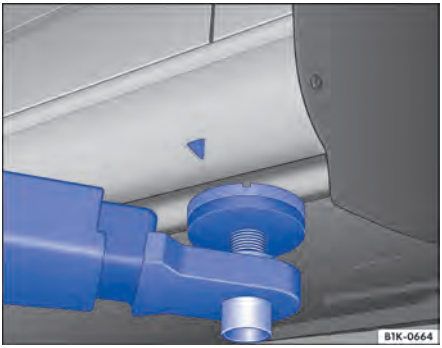
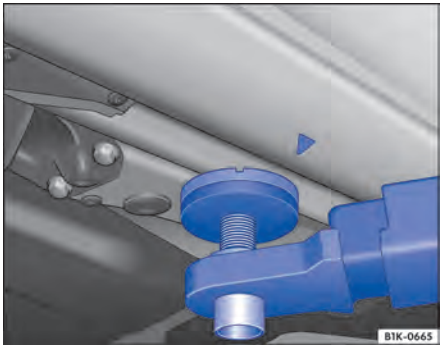

Fig. 156 Pontos de apoio dianteiros para a suspensão com plataforma elevatória ou com macaco.
Fig. 157 Pontos de apoio traseiros para suspensão com plataforma elevatória ou com macaco.
O veículo deve ser suspenso somente pelos pontos indicados nas figuras ⇒ Fig. 156 e ⇒ Fig. 157. Se o veículo não for suspenso pelos pontos indicados, poderão ocorrer danos no veículo ⇒ ⓘ e ferimentos graves ⇒ ⚠.
- Suspender o veículo somente pelos pontos indicados nas figuras ⇒ Fig. 156 e ⇒ Fig. 157. Se o veículo não for suspenso pelos pontos indicados, o veículo poderá cair da plataforma elevatória quando, por exemplo, o motor ou a suspensão for desmontado.